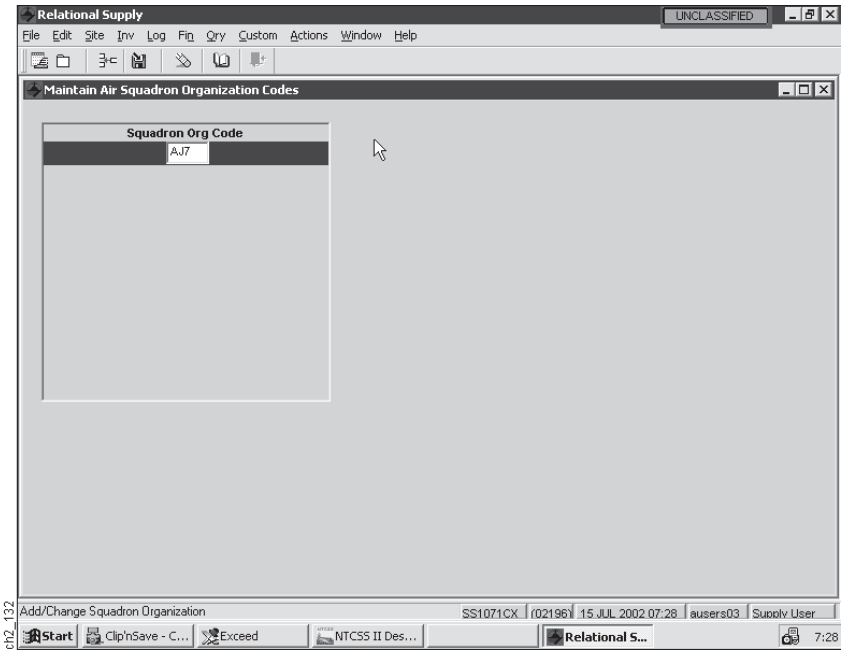

Figure 2-64
(1) Step 1. On the Other Activities Screen, select the Maintain Squadron Organization Option from the Icon Menu Bar. The Maintain Air Squadron Organization Codes Screen below (Figure 2-64) will appear.